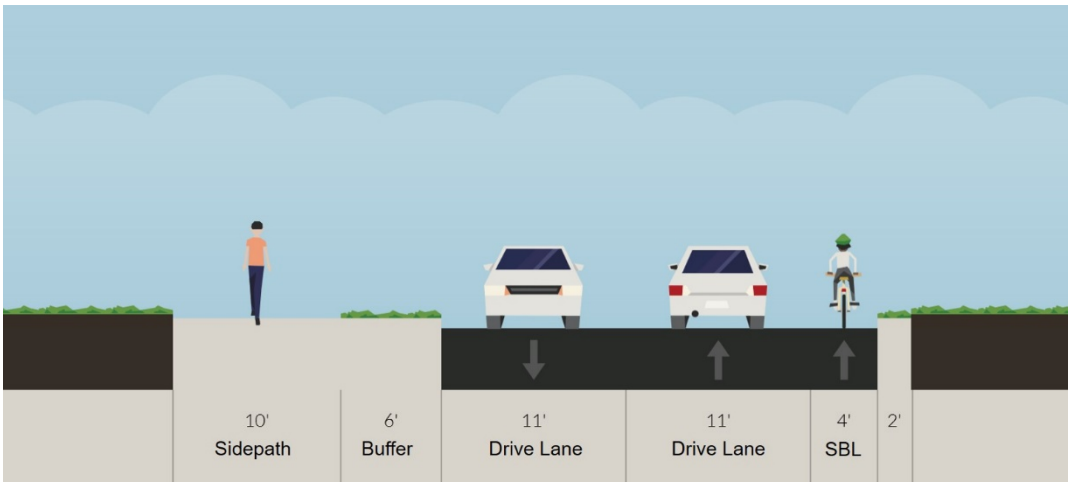

Figure 2: Alternative Concept – Goldsboro Road
16. To minimize cost, forest loss, stormwater and stream channel impacts of this project, consider an alternative concept that includes a 10-foot-wide sidepath on one side of the road, intermittent sidewalks at bus stops on the other side of the road, and a 4-foot-wide bikeable shoulder on the eastbound side. This would reduce the total typical cross section compared to the proposed design by up to seven feet. While not consistent with the bikeway recommendation in the Bicycle Master Plan on Goldsboro Road, this alternative would be consistent with the general principles of the Bicycle Master Plan. A sketch of this option is shown below in Figure 2.